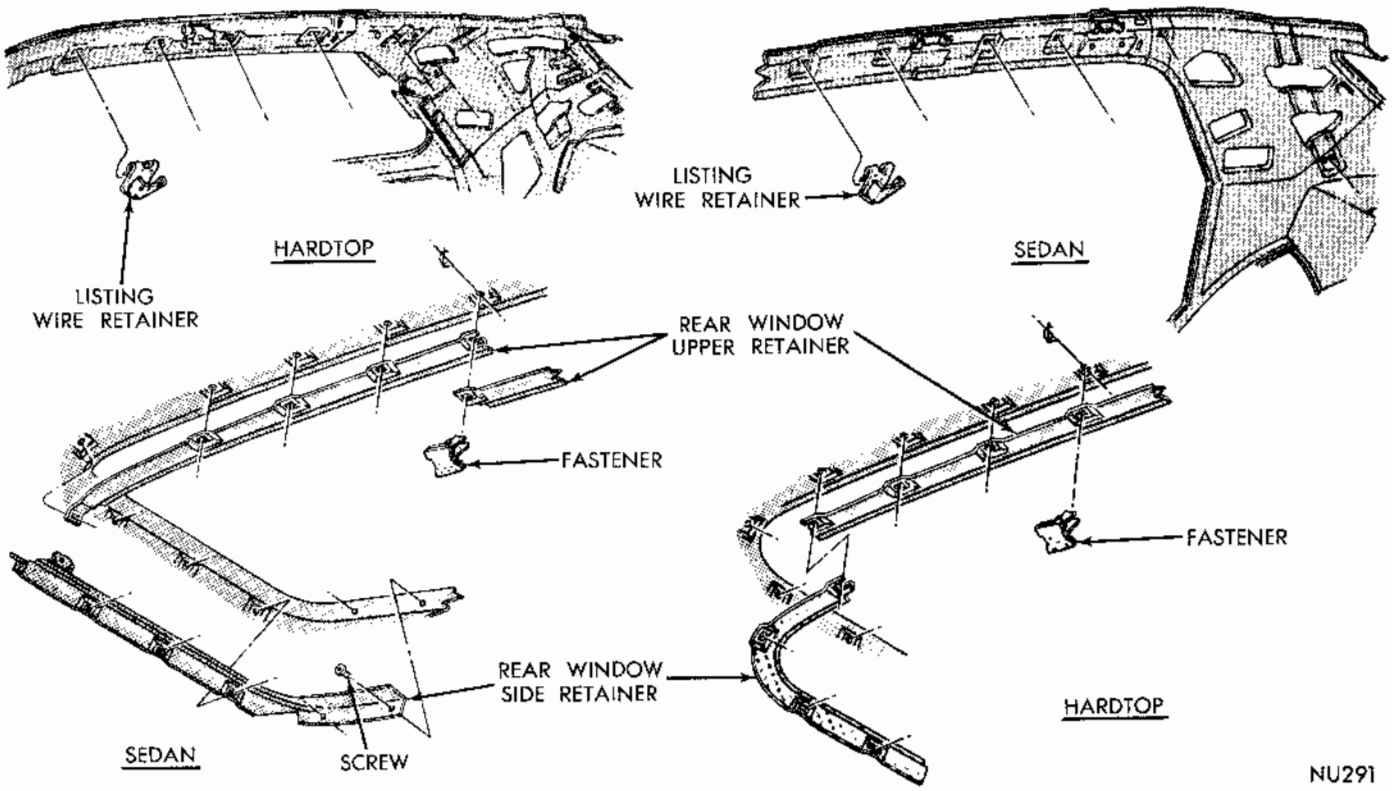

Fig. 9 - Listing Wire Retainers
(2) Remove headlining from cemented areas at windshield header and rear window opening.
(3) Remove headlining from under shelf panel.
(4) Using a dull bladed putty knife, disengage fabric from side rail retainer (Figs. 9, 10 and 11) by gently forcing material up and off of retainers and while maintaining pressure on fabric, pull
(5) Remove headlining at the windshield header and from fasteners at rear window area (Figs. 9 and 11).